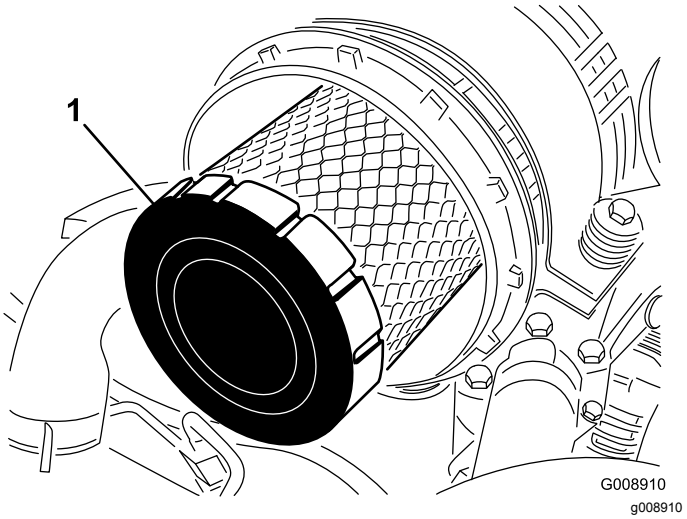

Figur 97
4. Ta bort huvudfiltret (Figur 97).